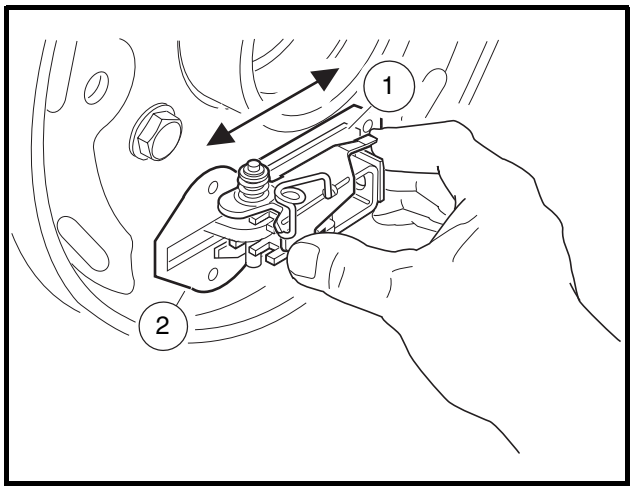

Figure 6-7 Lubricate Slide
3. Lubricate the slide (1) and slide plate (2) with dry moly lubricant (CCI P/N 1012151) on both sides of the backing plate. After lubricating, work the slide back and forth to ensure it slides smoothly and easily **(Figure 6-7, Page 6-3)**. Reinstall rubber boot onto backing plate. **See following WARNING.**